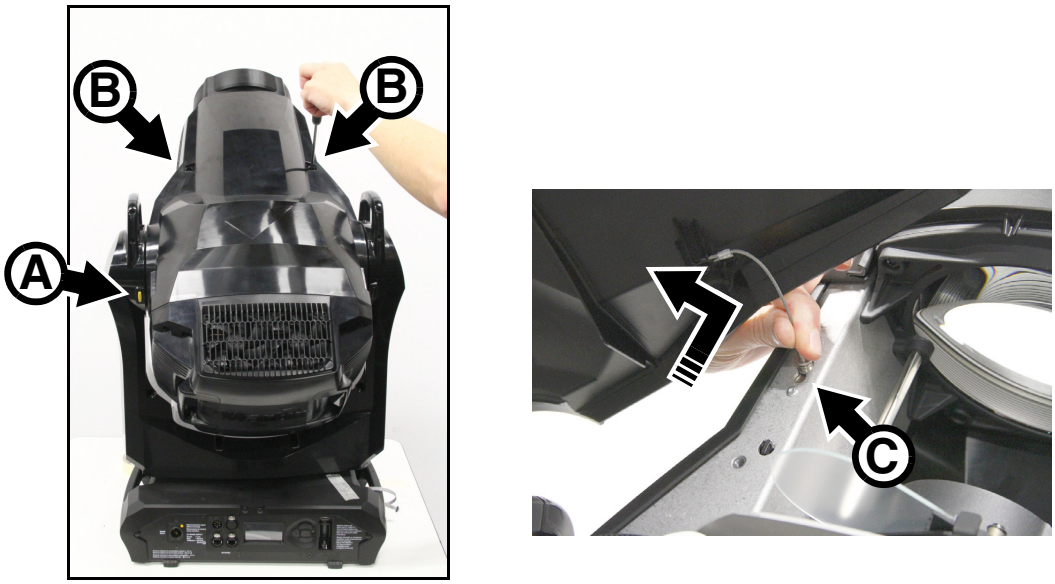

Bild 12: Entfernen der Kopfabdeckungen
3. Siehe Bild 12. Positionieren Sie den Kopf so, dass das Martin-Logo an der Rückseite des Kopfes richtig herum steht. Die Ober- und Unterseite des Kopfes sind nun lagerichtig. Legen Sie die Tiltsperre ein.